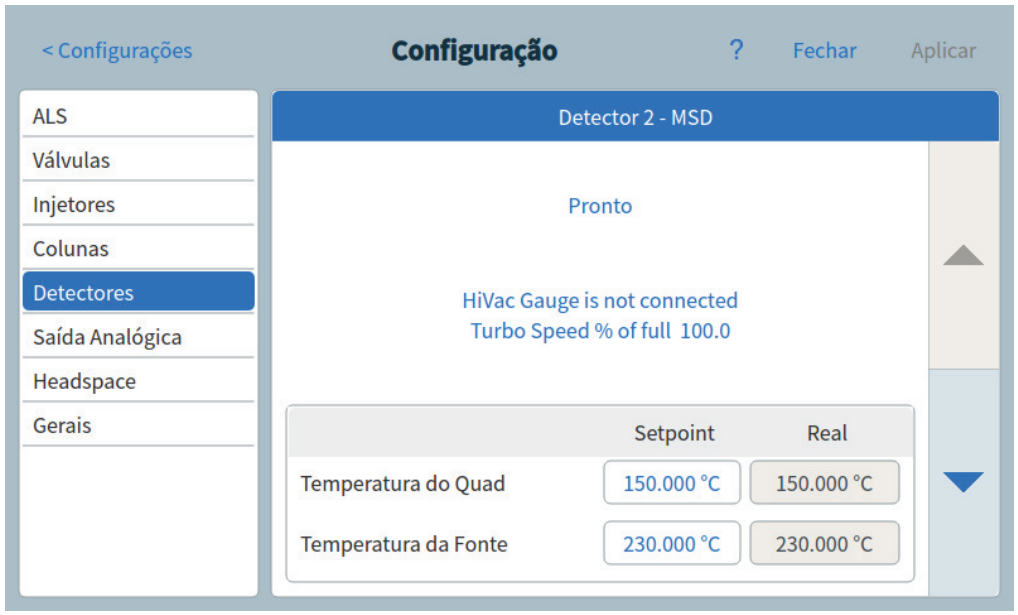

Figura 59 Página de configurações do MSD do detector
3. Pressione o tipo de dispositivo **Detectores** na lista à esquerda da página. As propriedades do tipo de dispositivo selecionado aparecem no lado direito da página. Consulte a Figura 59.
3 Pressione o tipo de dispositivo **Detectores** na lista à esquerda da página. As propriedades do tipo de dispositivo selecionado aparecem no lado direito da página. Consulte a Figura 59 na página 144.